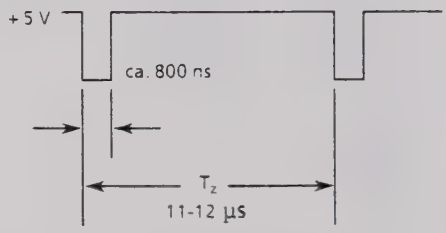

Fig. 5-4 Cycle time of A/D converter U1
- To this end, connect an oscilloscope to X16, and enter SF 1.34.02.10, then SF 1.34.02.6 Adjust the cycle time to T_Z = 11 to 12 µs using C3 (cf.Fig. 5-4).